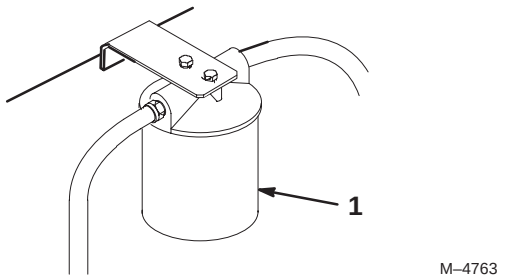

Figure 51
3. Placez un bac de vidange sous le filtre, déposez le filtre usagé et essuyez la surface du joint de l'adaptateur (Fig. 51).